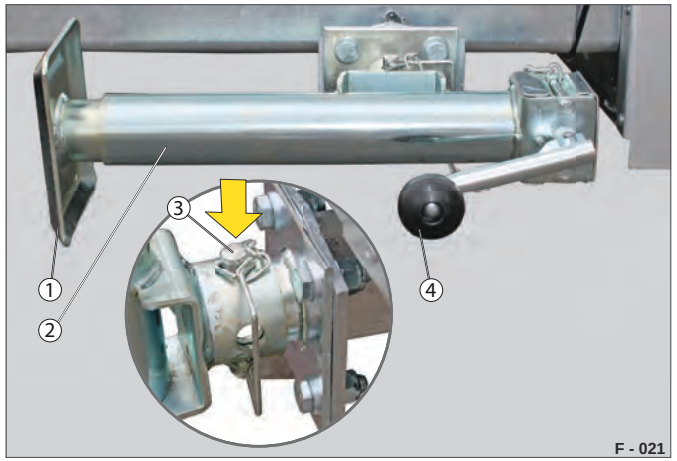

Fig. 37 Kørestilling
▶ Drej den justerbare fod (Fig. 37 /1) helt opad ved hjælp af håndsvinget (Fig. 37 /4).
▶ Træk bolten (Fig. 37 /3) ud.
▶ Sving langsomt støttebenet (Fig. 37 /2) opad.